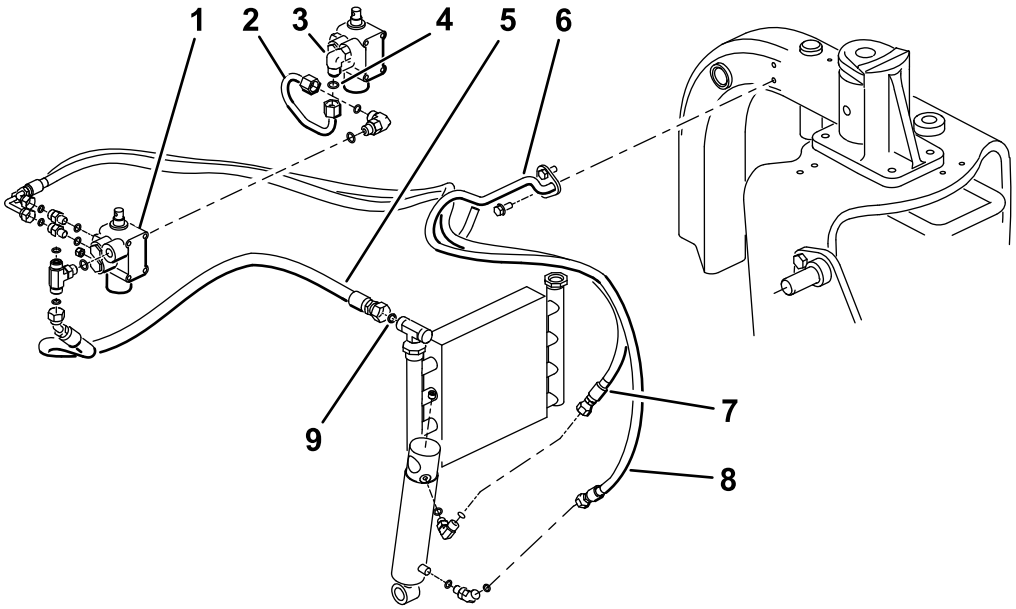
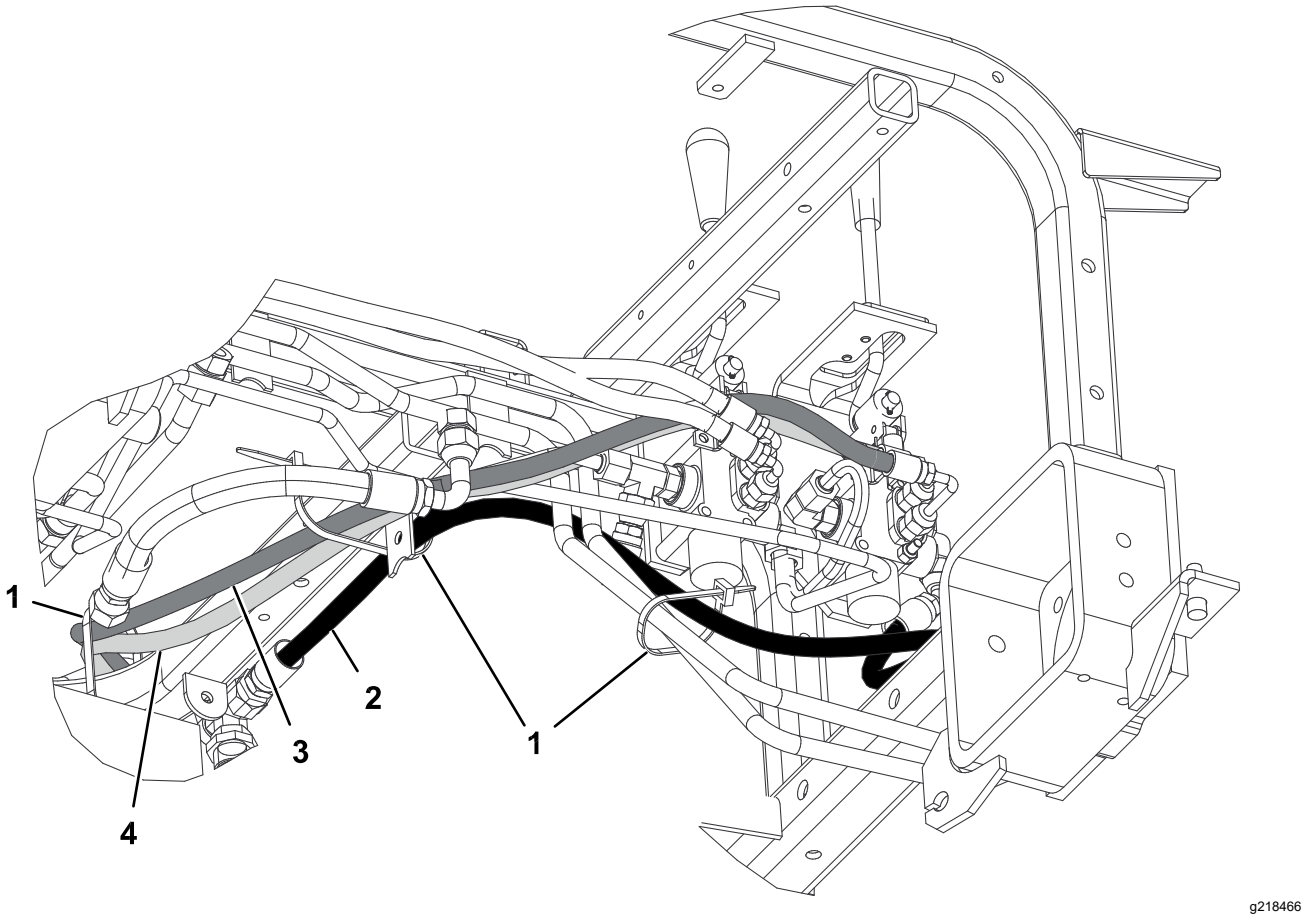

Figura 23
Figura 24
1. Ligue a montagem de tubos (artigo número 108-8447) à união de 90° do lado esquerdo da nova válvula e à união de 90° instalada na válvula de elevação existente (Figura 23).
2. Ligue a união em T com extremidade de 45° da união do tubo hidráulico (artigo número 108-8449) ao lado aberto da união de 90° do lado direito da válvula e a extremidade reta do tubo da união do refrigerador de óleo (Figura 23). Consulte Figura 24 e Figura 25 para encaminhamento do tubo.
3. Monte o suporte do tubo no tubo da estrutura esquerda com dois parafusos autorroscantes (5/16 x ¾ pol.); consulte Figura 23.
4. Ligue a extremidade da união curta de 90° do tubo hidráulico (artigo número 108-8453) à união reta superior na parte de trás da válvula. Encaminhe o tubo através do suporte do tubo e ligue a extremidade reta do tubo à união superior do cilindro hidráulico (Figura 23). Consulte Figura 24 e Figura 25 para encaminhamento do tubo.
5. Ligue a extremidade da união comprida de 90° do tubo hidráulico (artigo número 108-8454) à união reta superior na parte de trás da válvula. Encaminhe o tubo através do suporte do tubo e ligue a extremidade reta do tubo à união inferior do cilindro hidráulico (Figura 23). Consulte Figura 24 e Figura 25 para encaminhamento do tubo.
8. Utilizando braçadeiras de cabos, prenda os tubos à máquina, nos locais mostrados em Figura 24 e Figura 25.